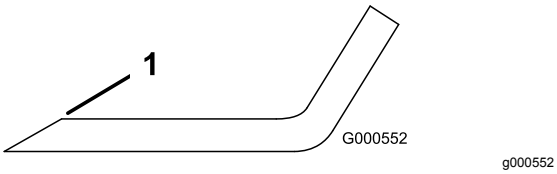

Figura 73
1. Utilize uma lima para afiar aresta de corte em ambas as extremidades da lâmina (Figura 73).
Nota: Se lâmina não estiver equilibrada, lime algum metal da extremidade da aba apenas (Figura 73).